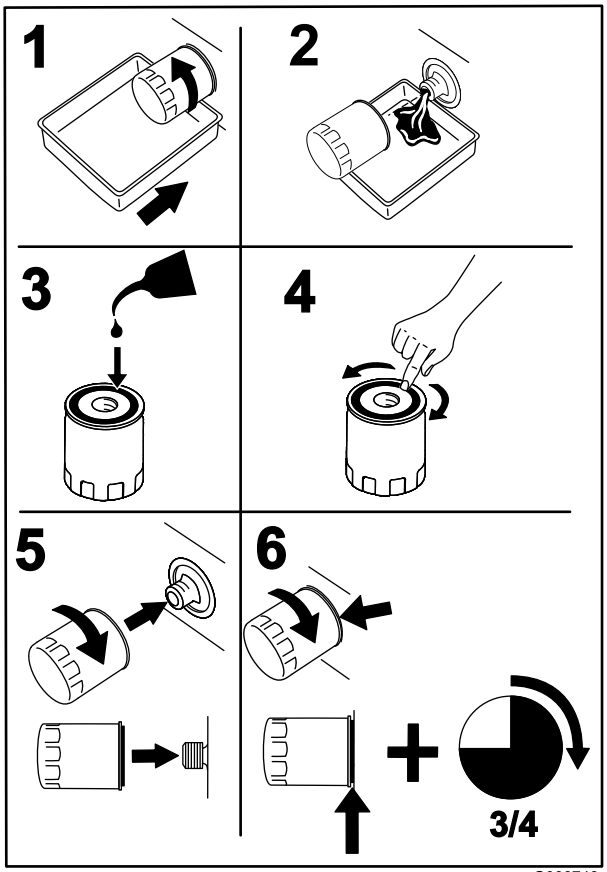

Figur 41
2. Byt ut motoroljefiltret (Figur 41).